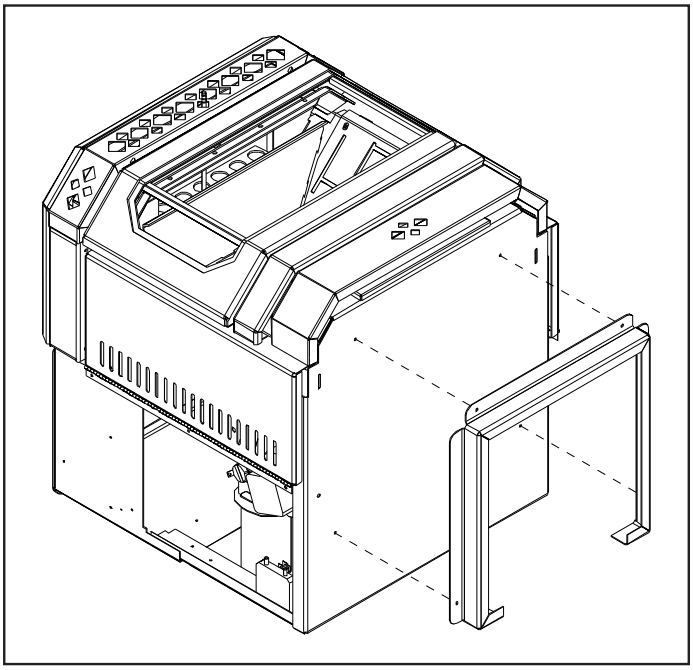

Figure 12: Installing pedestal onto unit.
4. Back the four (4) 5/16" hex head screws in the base off three (3) to four (4) full turns.
5. Secure the pedestal to the unit by tightening the four (4) 5/16" hex head screws around the outside of the pedestal (see Figure 12).